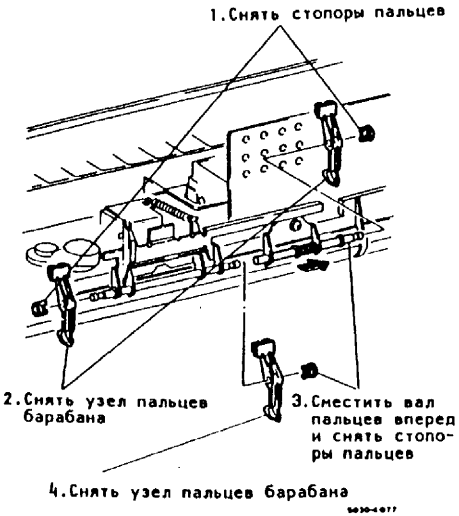

Рис.1. Снятие узла пальцев барабана
5. (Рис.1): Снять узел пальцев барабана.